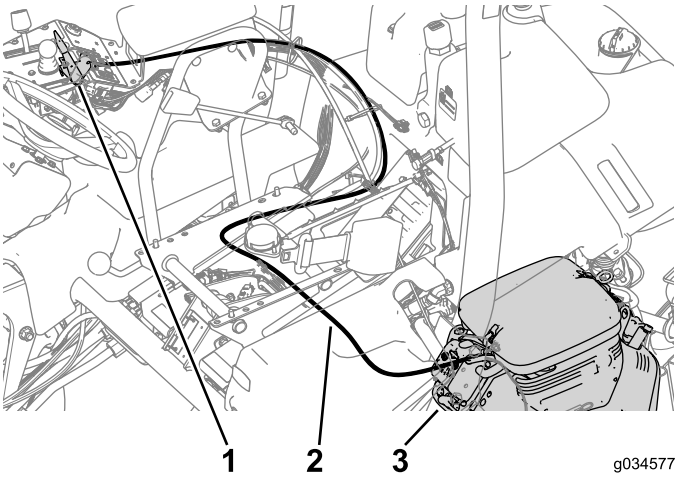

Bild 18
1. Verlegen Sie das neue Chokekabel wie das ursprüngliche Kabel und befestigen es mit Kabelbinden an der Maschine (Bild 18).
2. Schließen Sie das Kabel am Choke am Motor an (Bild 18).